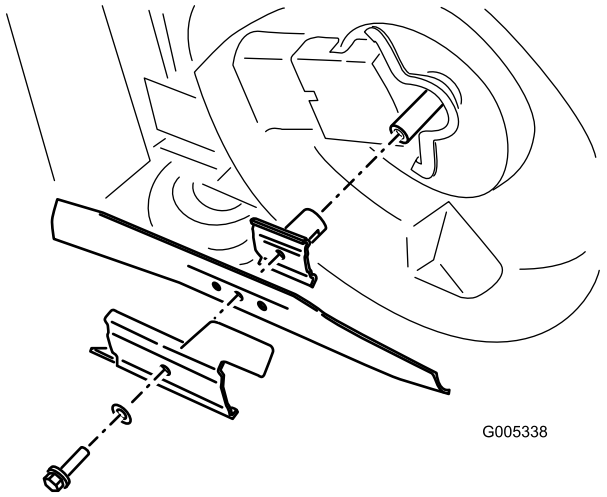

Figuur 27
4. Kantel de maaimachine altijd op de zijkant met het luchtfilter naar boven (Figuur 27).
Pak het uiteinde van het mes vast met een lap of een dikke handschoen. Verwijder de mesbout, de versneller en het mes (Figuur 27).